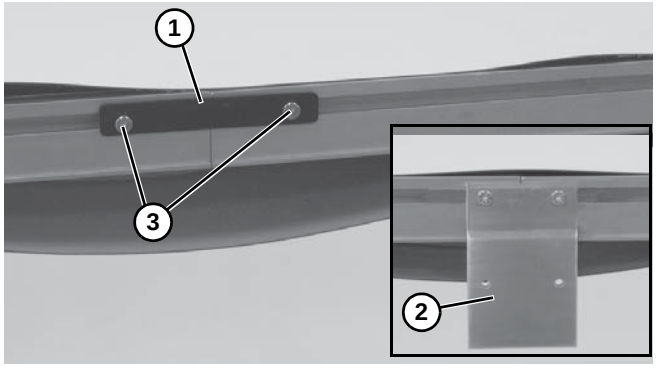

Abbildung 8
4. Förderbandteile zusammenfügen und Rahmenverbindungsplatten **(Abbildung 8, Teil 1)** oder Verbindungs-/Montagehalterungen **(Abbildung 8, Teil 2)** und Schrauben **(Abbildung 8, Teil 3)** auf beiden Seiten wie gezeigt installieren. Schrauben auf 7 Nm festziehen.